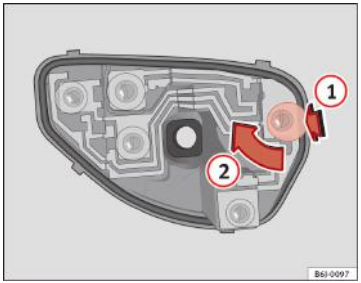

Fig. 163 Înlocuirea becurilor lămpilor spate ▶
– După scoaterea soclului becului, apăsați în sensul săgeții ① și rotiți concomitent în sensul săgeții ② ⇒ fig. 163. ■